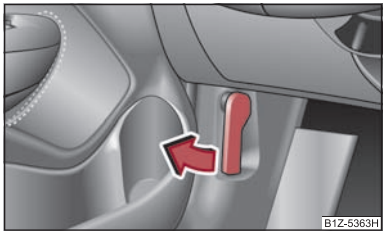

Fig. 12 Manette de déverrouillage du capot moteur
– Tirez sur la manette de déverrouillage sous le tableau de bord côté conducteur ⇒ page 13, fig. 12. ■